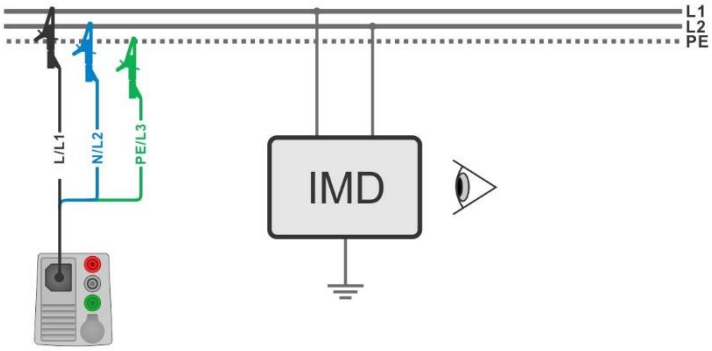
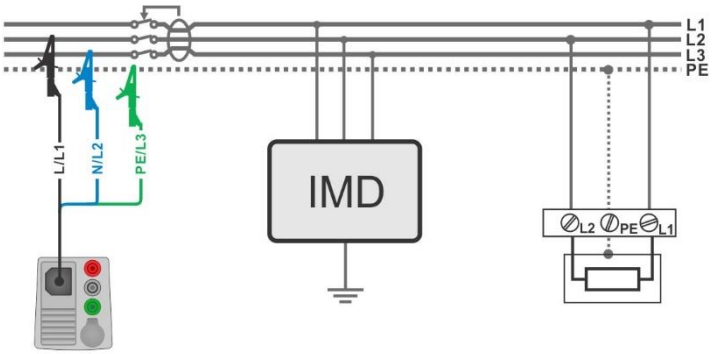

Figure 7.111: Measurement of highest First fault leakage current with 3-wire test lead
Figure 7.112: Measurement of First fault leakage current for RCD protected circuit with 3-wire test lead
- Connect 3-wire test lead to the object under test, see ***Figure 7.111*** and ***Figure 7.112***.